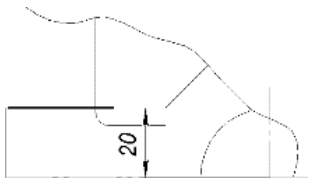

Рис. 1.29
4. Укажите верхнюю грань. Она будет выделена зеленым цветом. Создайте эскиз, в котором постройте отрезок на месте будущего сгиба. Закройте эскиз (рис. 1.29).